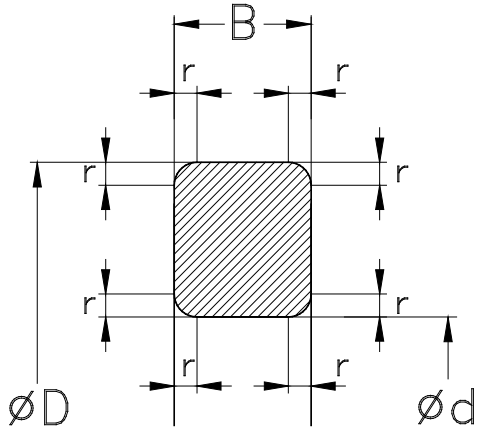

Abb. 3.2
In diesen Normen wurden Lagerbauform, Bohrungsdurchmesser (d), Außendurchmesser (D), Lagerbreite (B) bzw. – bei Axiallagern – die Bauhöhe (H, T) sowie Mindest-Kantenabstände (r) festgelegt (Abb. 3.2).